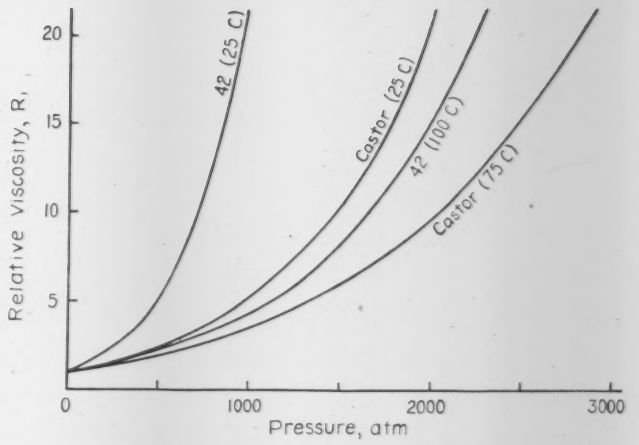

FIG. 3 RELATIVE VISCOSITY WITH INCREASING PRESSURE
The American investigation was resumed by Hersey and Shore at the Massachusetts Institute of Technology. Two fatty and three petroleum oils were tested at several temperatures not exceeding 135 C (275 F). A final report was presented at the Annual meeting of the A.S.M.E. in 1927 (14). This paper should be consulted not only for the complete data on five oils, but also for the description of the pump and intensifier, and for safety precautions. Recommendations for future research were included, some of which have since been carried out. An interesting feature was the observation of "apparent solidification," a plastic condition occurring in certain oils when the pressure is sufficiently increased.[4] The curves for oil 42, shown in Figs. 3 and 4, were obtained from this investigation. It was supplemented by tests on a low-viscosity petroleum oil (16), using the same steel tube with a larger-diameter ball.
A viscometer of the falling-body type was constructed by Professor Bridgman for determining the viscosities of about forty-five liquids, including oleic acid, kerosene, glycerin, and water (10). This equipment was kindly placed at the disposal of the A.S.M.E. Committee and used by Dr. Kleinschmidt (15) in testing four fatty, two petroleum, and two compounded oils at temperatures not exceeding 80 C (176 F). Kleinschmidt's curves for castor oil, actually carried to much higher pressures, are shown in part in Figs. 3 and 4.